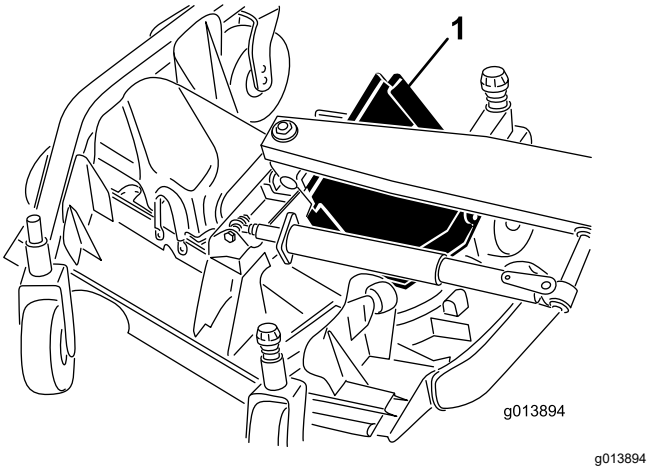

**Figuur 79**
6. Hef de voorste rand op en leid deze tussen de hefarm en de rol om te verwijderen (Figuur 79).